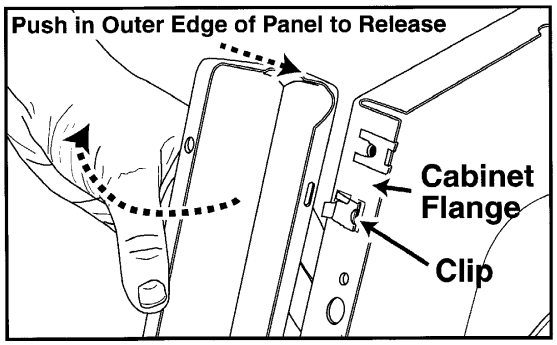

Figure 5-4
4. To remove the front panel, open the door, twist the upper right and left panel extensions inward by pressing in on the outer upper edges of the front panel posts. This will disengage the front panel posts from clips located on the face of the cabinet flange ***(Figure 5-4).***
5. Tilt the top of the front panel away from the washer. Then, remove the front panel ***(Figure 5-4).***